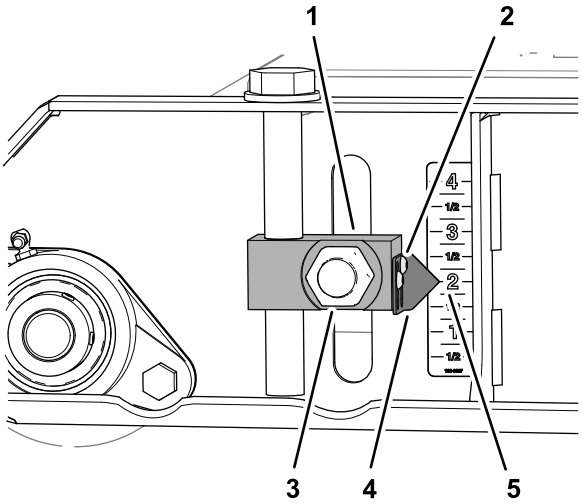
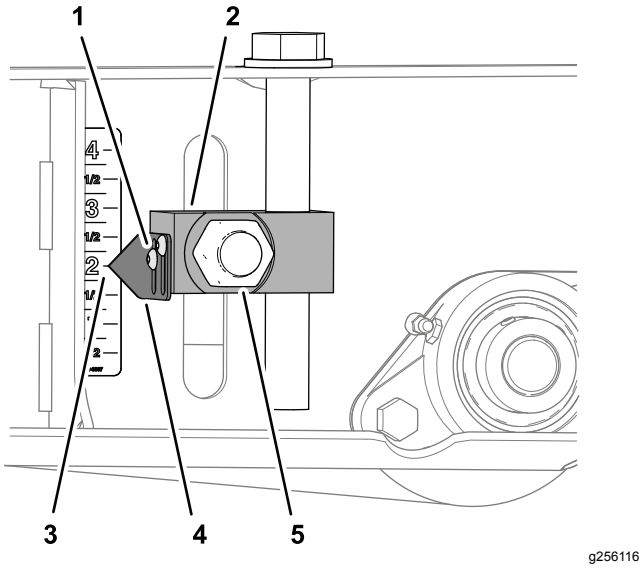

Figur 82
Figur 84
3. Lossa de två insexskruvarna som fäster markören på klipphöjdsjusteringsblocket. Ställ in markören på 2-tumsmarkeringen på dekalen och dra åt skruvarna (Figur 82).
6. Lossa insexskruvarna som fäster de två markörerna på klipphöjdsjusteringsblocket, rikta in markörerna på 5,08 cm (2 tum) på dekalen och dra åt skruvarna (Figur 84).
7. Dra åt de fyra muttrarna som fäster de fyra klipphöjdsjusteringsblocken (Figur 82 och Figur 84) till de främre och bakre valsarna till 322–396 Nm.